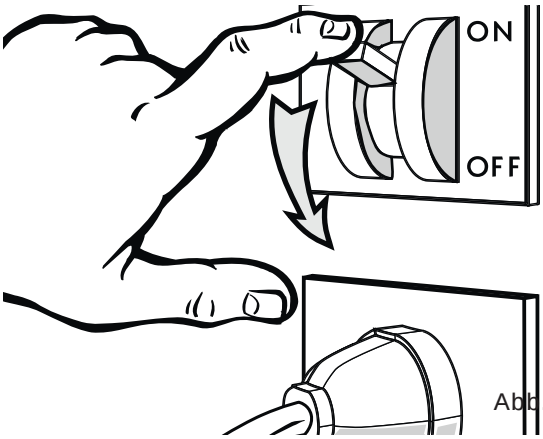

Abb. 19
- Trennen Sie das Kühlmöbel mit Hilfe des Wandschalters vom Stromnetz ("Abb. 19").